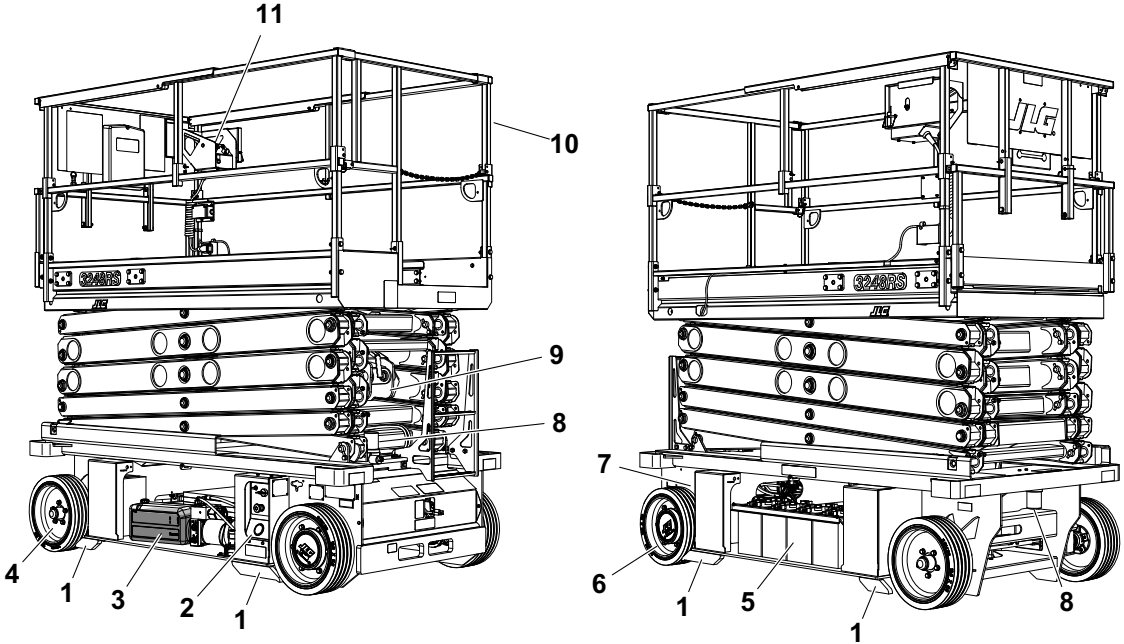

**Figure 2-1. Ronde d'inspection quotidienne (couvercle latéral retiré) - Toutes les machines**
5. **Ronde d'inspection –** Voir la Figure 2-1., page 2-7
Commencer la ronde d'inspection par le point 1, voir la Figure 2-1., page 2-7. Poursuivre en contrôlant, dans l'ordre, chaque élément de la liste de vérifications suivante.